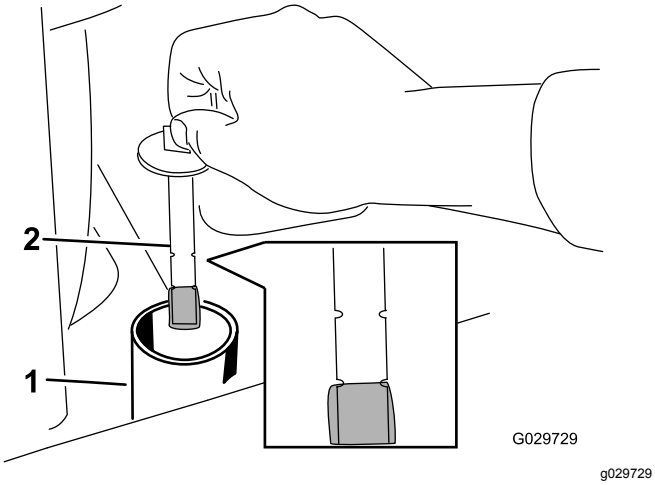

Rysunek 65
6. Wykręć korek zbiornika oleju hydraulicznego i wskaźnik poziomu oleju (Rysunek 65).